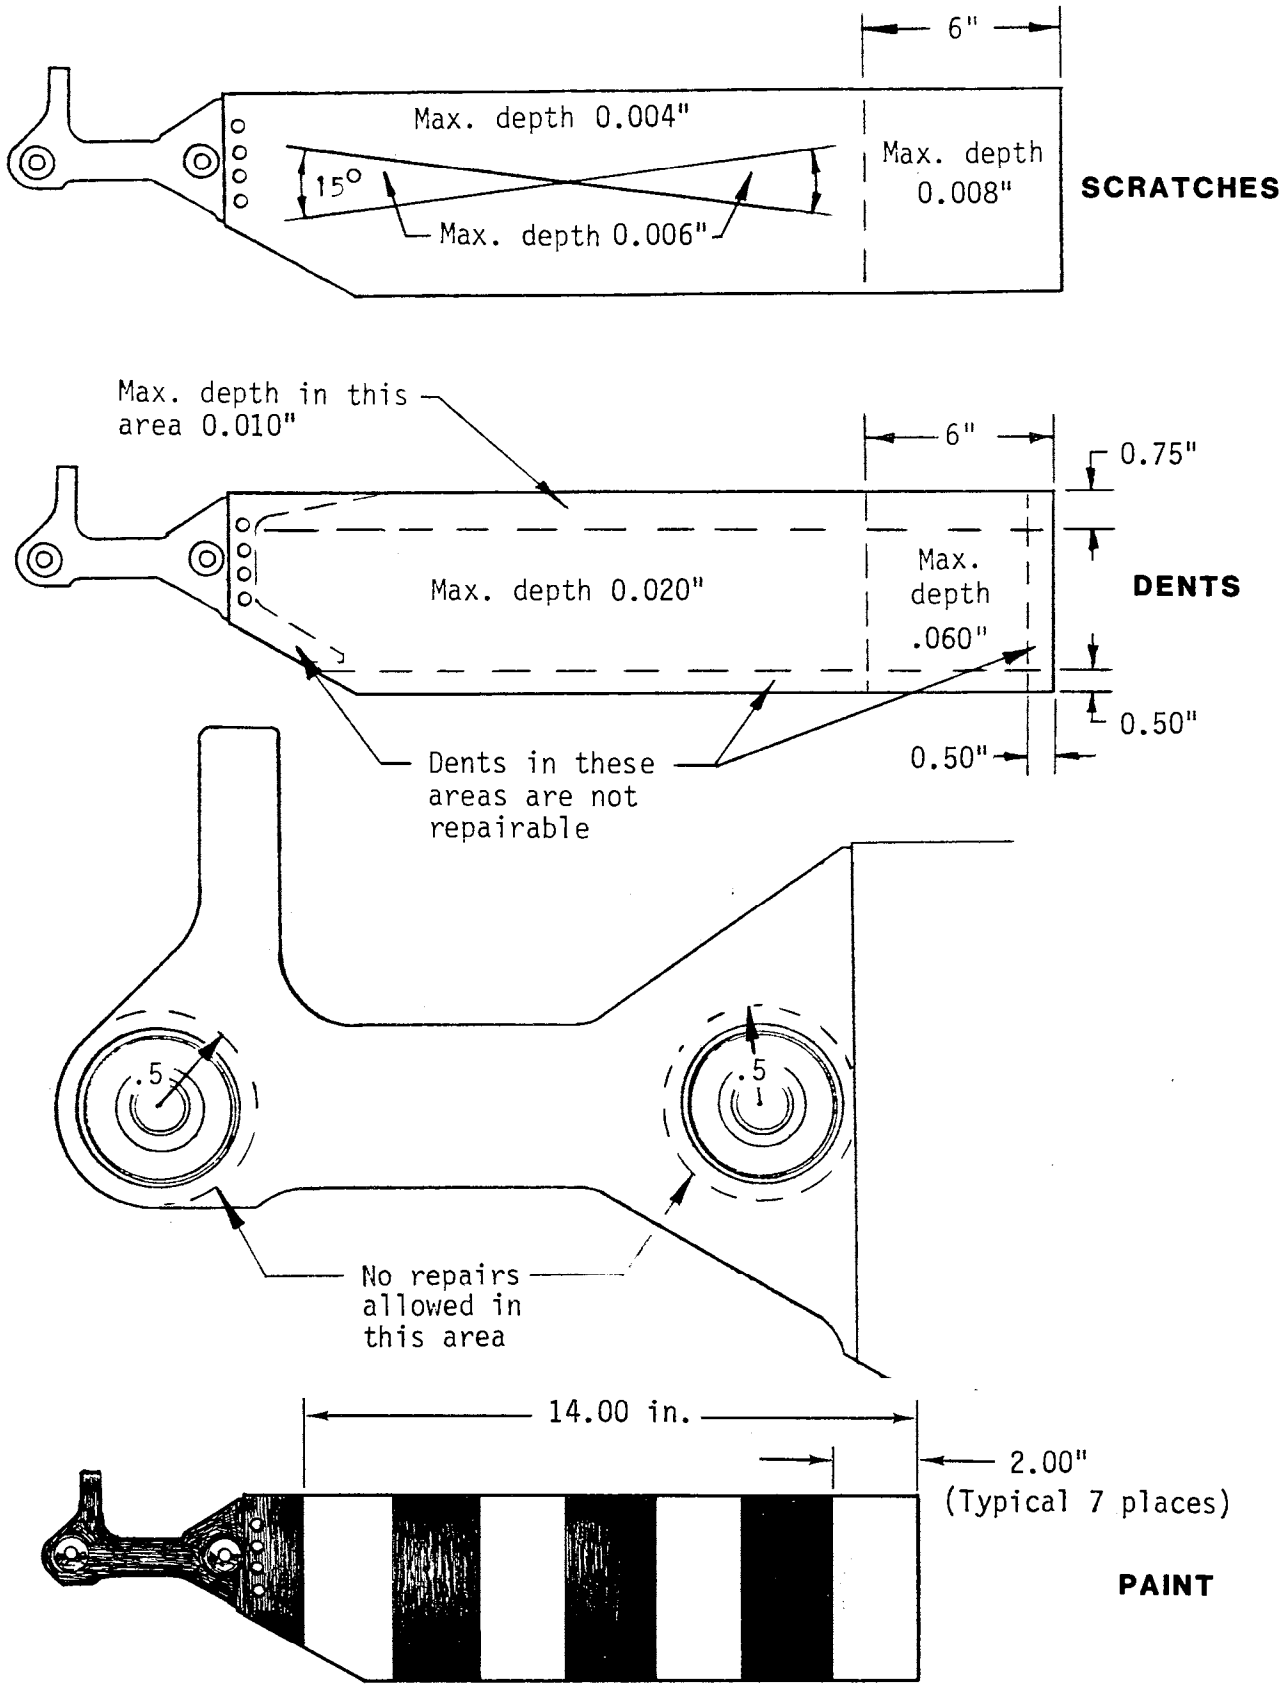

FIGURE 9-14 INSPECTION/REPAIR OF TAIL ROTOR BLADES
b) Dents on Skins (See Figure 9-14): Smooth, round-bottomed dents which have a .06 inch minimum radius and occur from the leading edge to a point .75 inch aft of the leading edge are limited to .010 inch. Aft of .75 inch from the leading edge dents are acceptable within the following limits:
g) Painting (See Figure 9-14):